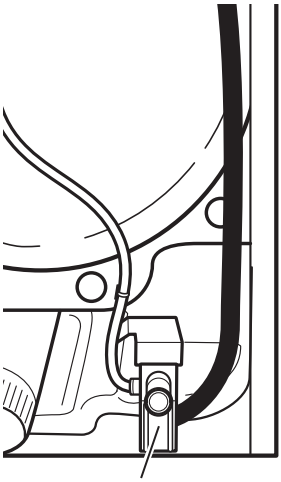

Figure 12 - Water System Components.
Activate Service Test Mode (see page 6). Skip to Step 8 in Service Test Mode Chart (see page 8). Verify that water is being sprayed into the drum. See figure 12.
- ➢ Check that the hose and wires are connected to the water valve assembly (see figure 12).